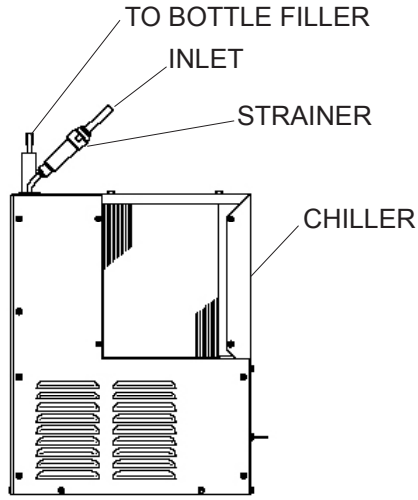

Figure 2
- **For Non-Filtered Units:** Install a water shut-off valve and 3/8" (9.5mm) union connection to building water supply (valve and union not provided). Turn on water supply and flush the line thoroughly. Install in-line strainer between water shut-off valve and chiller water inlet. See Figure 2.